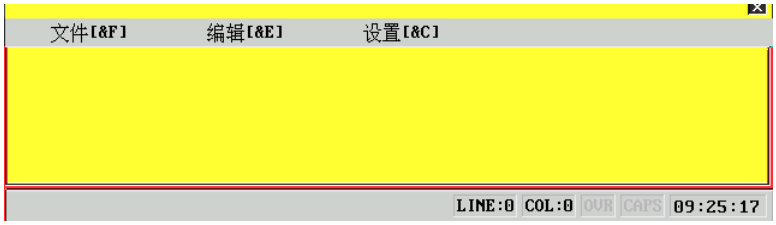

图 7.7.3　DNC 程序主菜单
(1) 在上位计算机上执行 DNC 程序，弹出如图 7.7.3 所示主菜单；
(2) 按 Enter 键，系统命令行提示“正在和发送串口数据的计算机联络”；
(3) 在上位计算机的主菜单(图 7.7.3)下按 ALT+F，弹出如图 7.8.1 所示文件子菜单；
(1) 在上位计算机的主菜单(图 7.7.3)下按 ALT+F，弹出如图 7.8.2 所示文件子菜单；
(2) 用▲、▼键选择“接收 DNC 程序”选项；